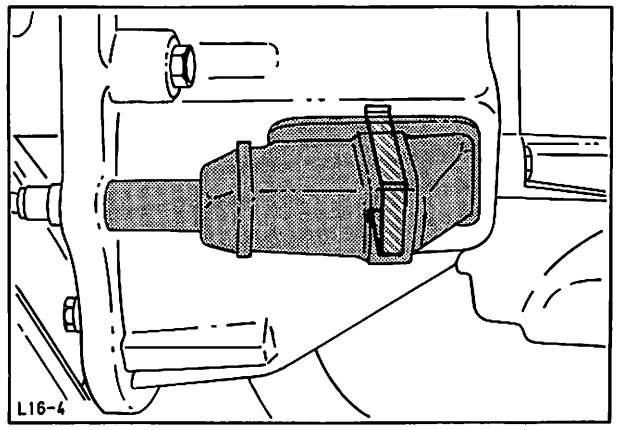

Abb. 23 Manschette mit Spannfeder in Einbaulage
20. Kupplungsseilzug durch Gehäuse führen, Manschette aufschieben. Seil aus der Umhüllung ziehen, mit Zange festhalten und Kugelkopf in Schwinge einhängen. Manschette mit Spannfeder in Kupplungsgehäuse drücken, Abb. 23.